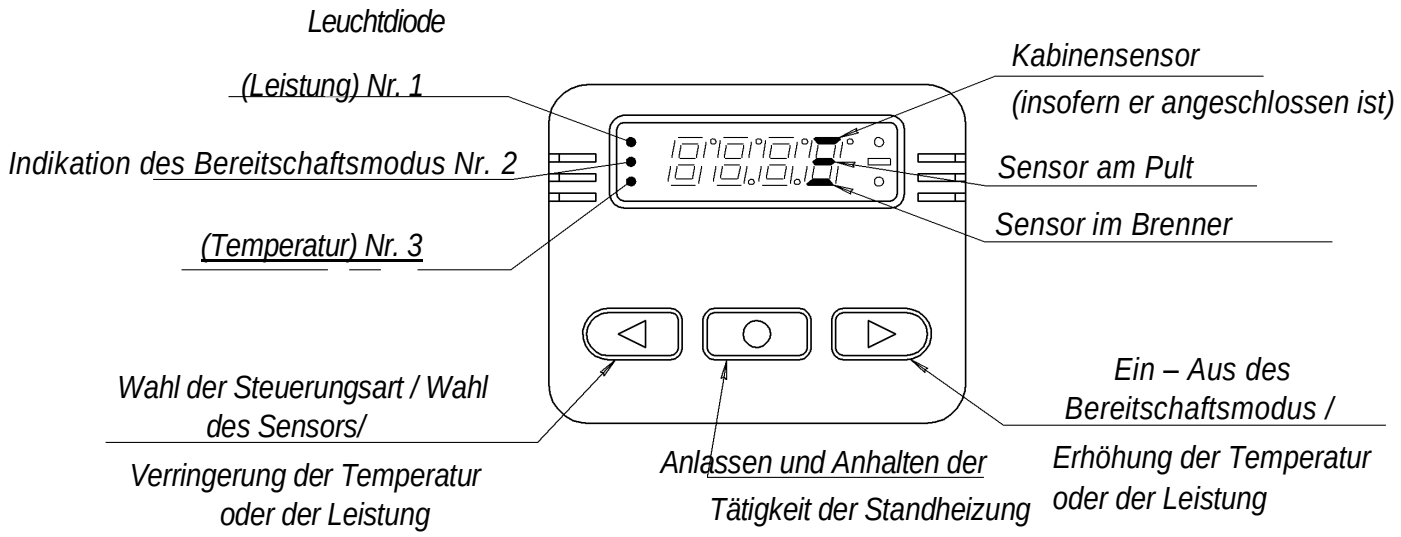

Bild 6.2 – Tafel des Steuerpults PU-8M
6.2.1 Auf der Fronttafel des Zeitschalters sind angebracht: 4 x Röhrenlichtanzeiger, drei Leuchtdioden und drei Tasten. Der Funktionszweck der Tasten und der Leuchtdioden ist auf Bild 6.2 dargestellt.